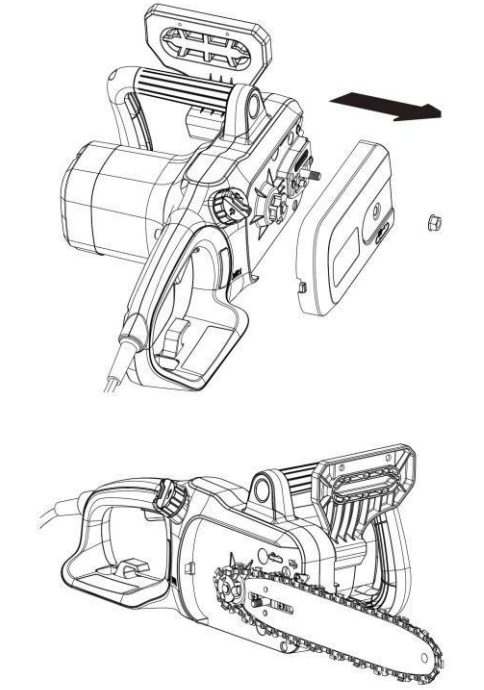

Figura 5
2. Slăbiți piulița de fixare cu o cheie și scoateți-o împreună cu capacul (Figura 5).
5. Aliniați ansamblul lanțului de ghidare și ferăstrău cu pinionul de antrenare și șurubul. Așezați lanțul în jurul pinionului de acționare, apoi coborâți ghidajul pentru al monta pe șurub (Figura 5).